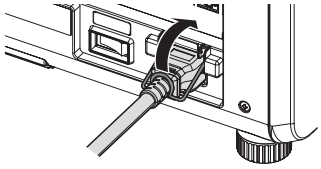

Fig. 1
2) Soulevez le support de cordon d’alimentation fixant le cordon d’alimentation. (Fig. 1)